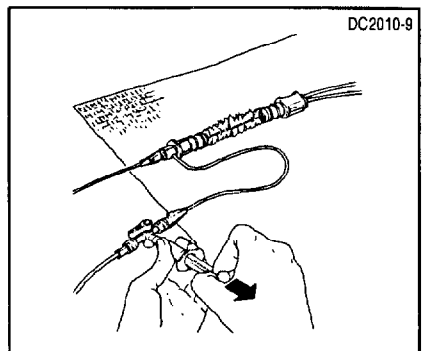

Figur 8. Utsugning och spolning av T-B-adaptern och RV-lumen
9. Anslut T-B-adapterns sidoport via en 3-vägs kranventil med Luer-kopplingar till en anordning för kontinuerlig spolning av saltlösning. Sug ut all luft från sidoporten med den 5 ml spruta som medföljer, spola sedan lumen (Figur 8).